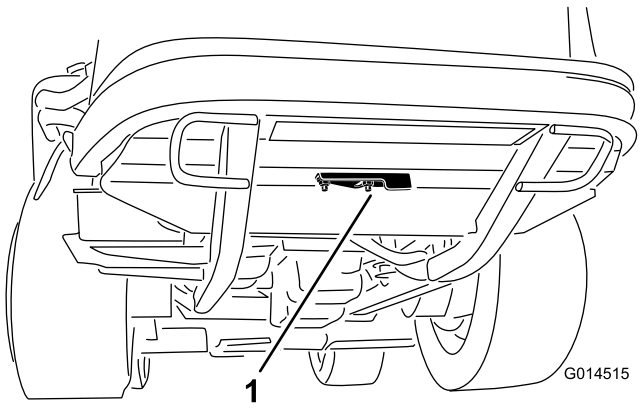

Figur 54
2. Løsne flensmutteren som fester rengjøringsdekslet til bakrammens underside (Figur 54). Roter dekslet til siden for å eksponere rengjøringshullet i rammen.